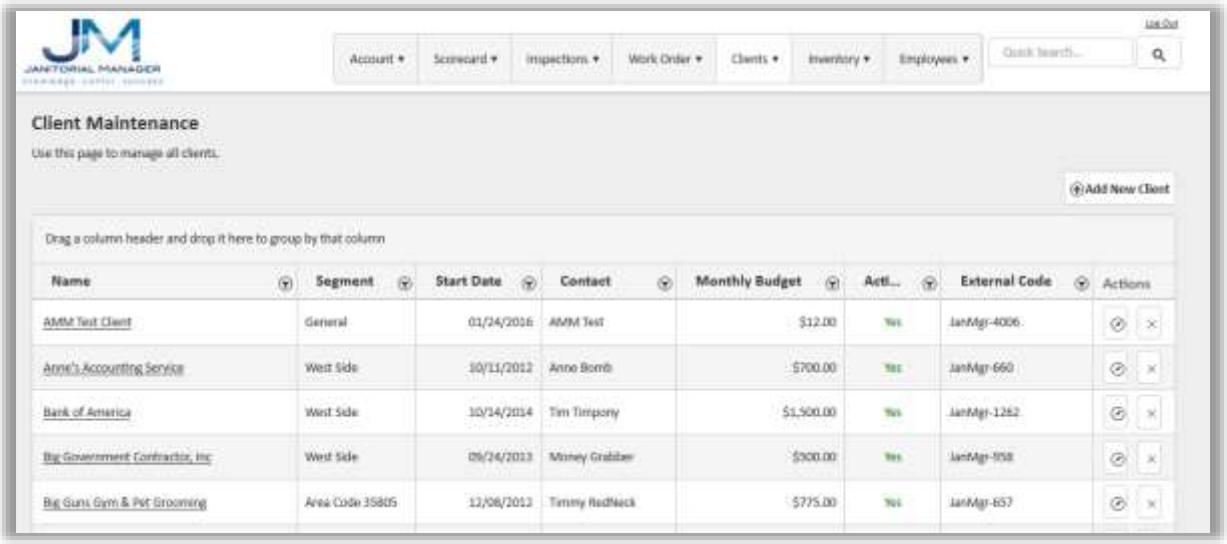

Figure 80
1. You can sort the NAME column in ascending or descending order by clicking in the name column as shown in Figure 80.